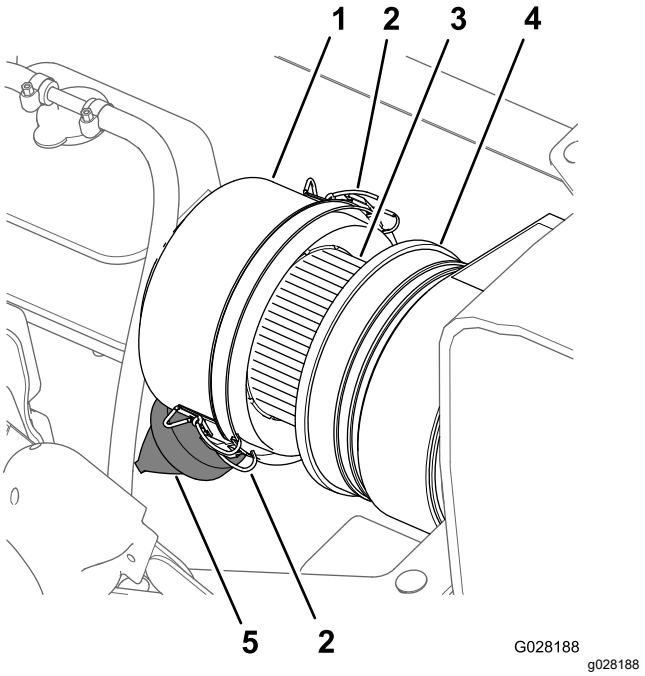

Bild 76
3. Reinigen Sie den Staubdeckel und das Luftfiltergehäuse (Bild 76).
4. Prüfen Sie das Gehäuse des Luftfilters auf Schäden, die eventuell zu einem Luftleck führen könnten (Bild 76).
5. Drücken Sie das Staubventil zusammen, um Schmutz, Staub und Rückstände zu entfernen (Bild 76).
7. Überprüfen Sie den Luftfiltereinsatz auf starke Staub, Schmutz- oder Rückstandsansammlungen (Bild 76).
8. Setzen Sie den Staubdeckel auf das Luftfiltergehäuse und befestigen den Deckel mit den zwei Riegeln (Bild 76).
2. Reinigen Sie den Staubdeckel und das Luftfiltergehäuse (Bild 76).
6. Wischen Sie die Innenseite des Staubdeckels, des Luftfiltergehäuses und des Staubventils mit einem feuchten Lappen ab (Bild 76 und Bild 77).